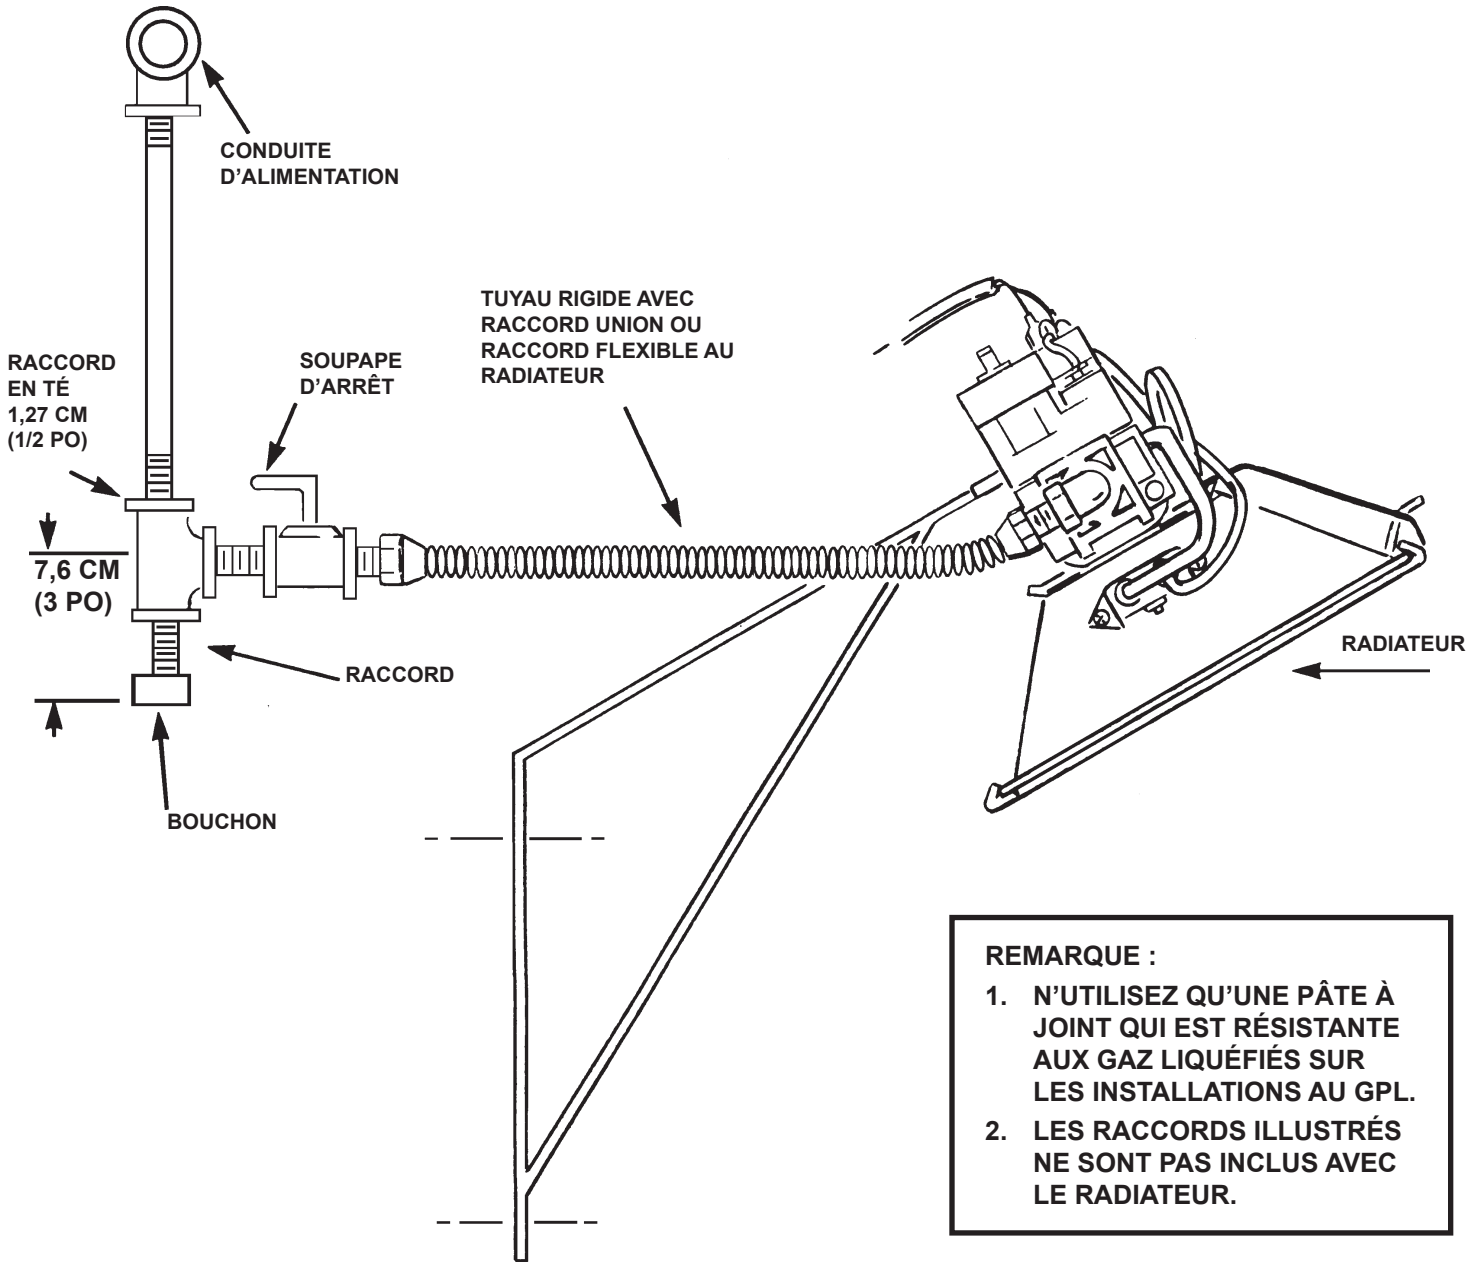

Figure 7. Installation type de la tuyauterie
- Une grille à sédiments conforme aux exigences types de la figure 7 doit être installée dans la conduite menant à la soupape de gaz.